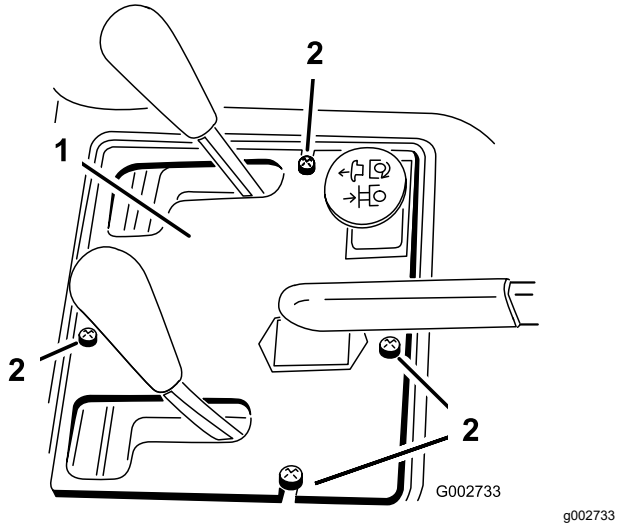

**Figur 37**
2. Ta bort de 4 skruvarna som fäster kontrollpanelen vid ramen (Figur 37).